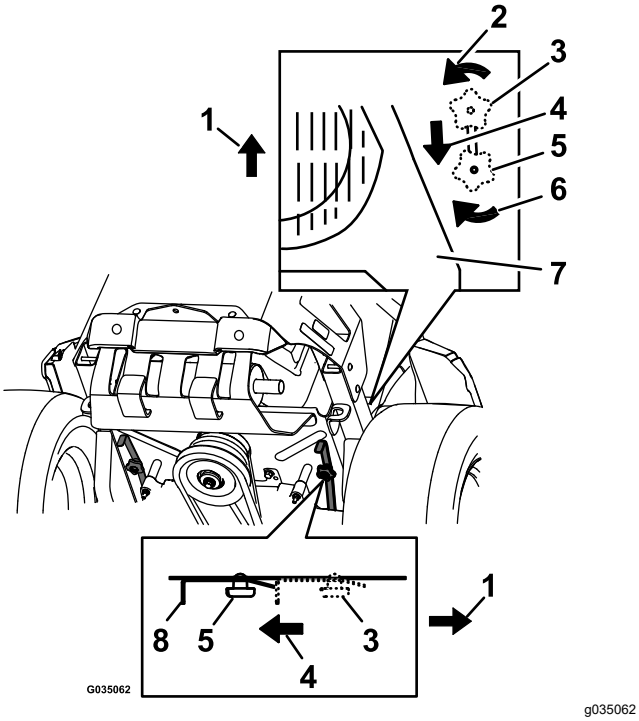

**Figur 33**
4. Skub maskinen ved at flytte begge omløbsknapper bagud og låse dem på plads (Figur 33).
6. Flyt omløbsknapperne til FREMAD, og lås dem på plads for at køre maskinen (Figur 33).